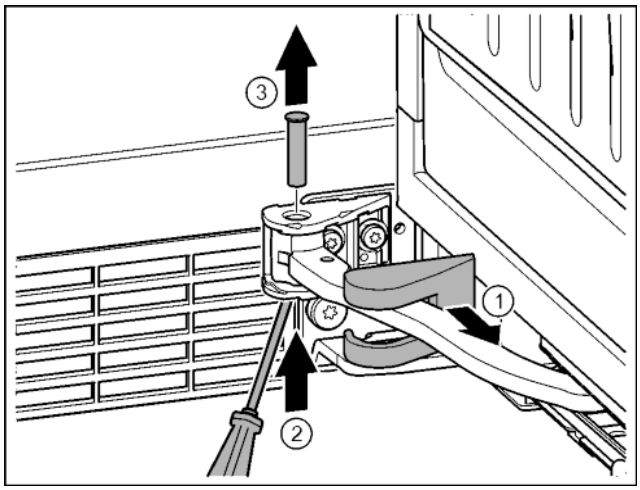

*Fig. 17*
▶ Remove the mounting block cover and push it along the hinge. *Fig. 17 (1)*
▶ Lift bolt with finger or screwdriver from below. *Fig. 17 (2)*
▶ Insert the screwdriver under the bolt head and remove. *Fig. 17 (3)*